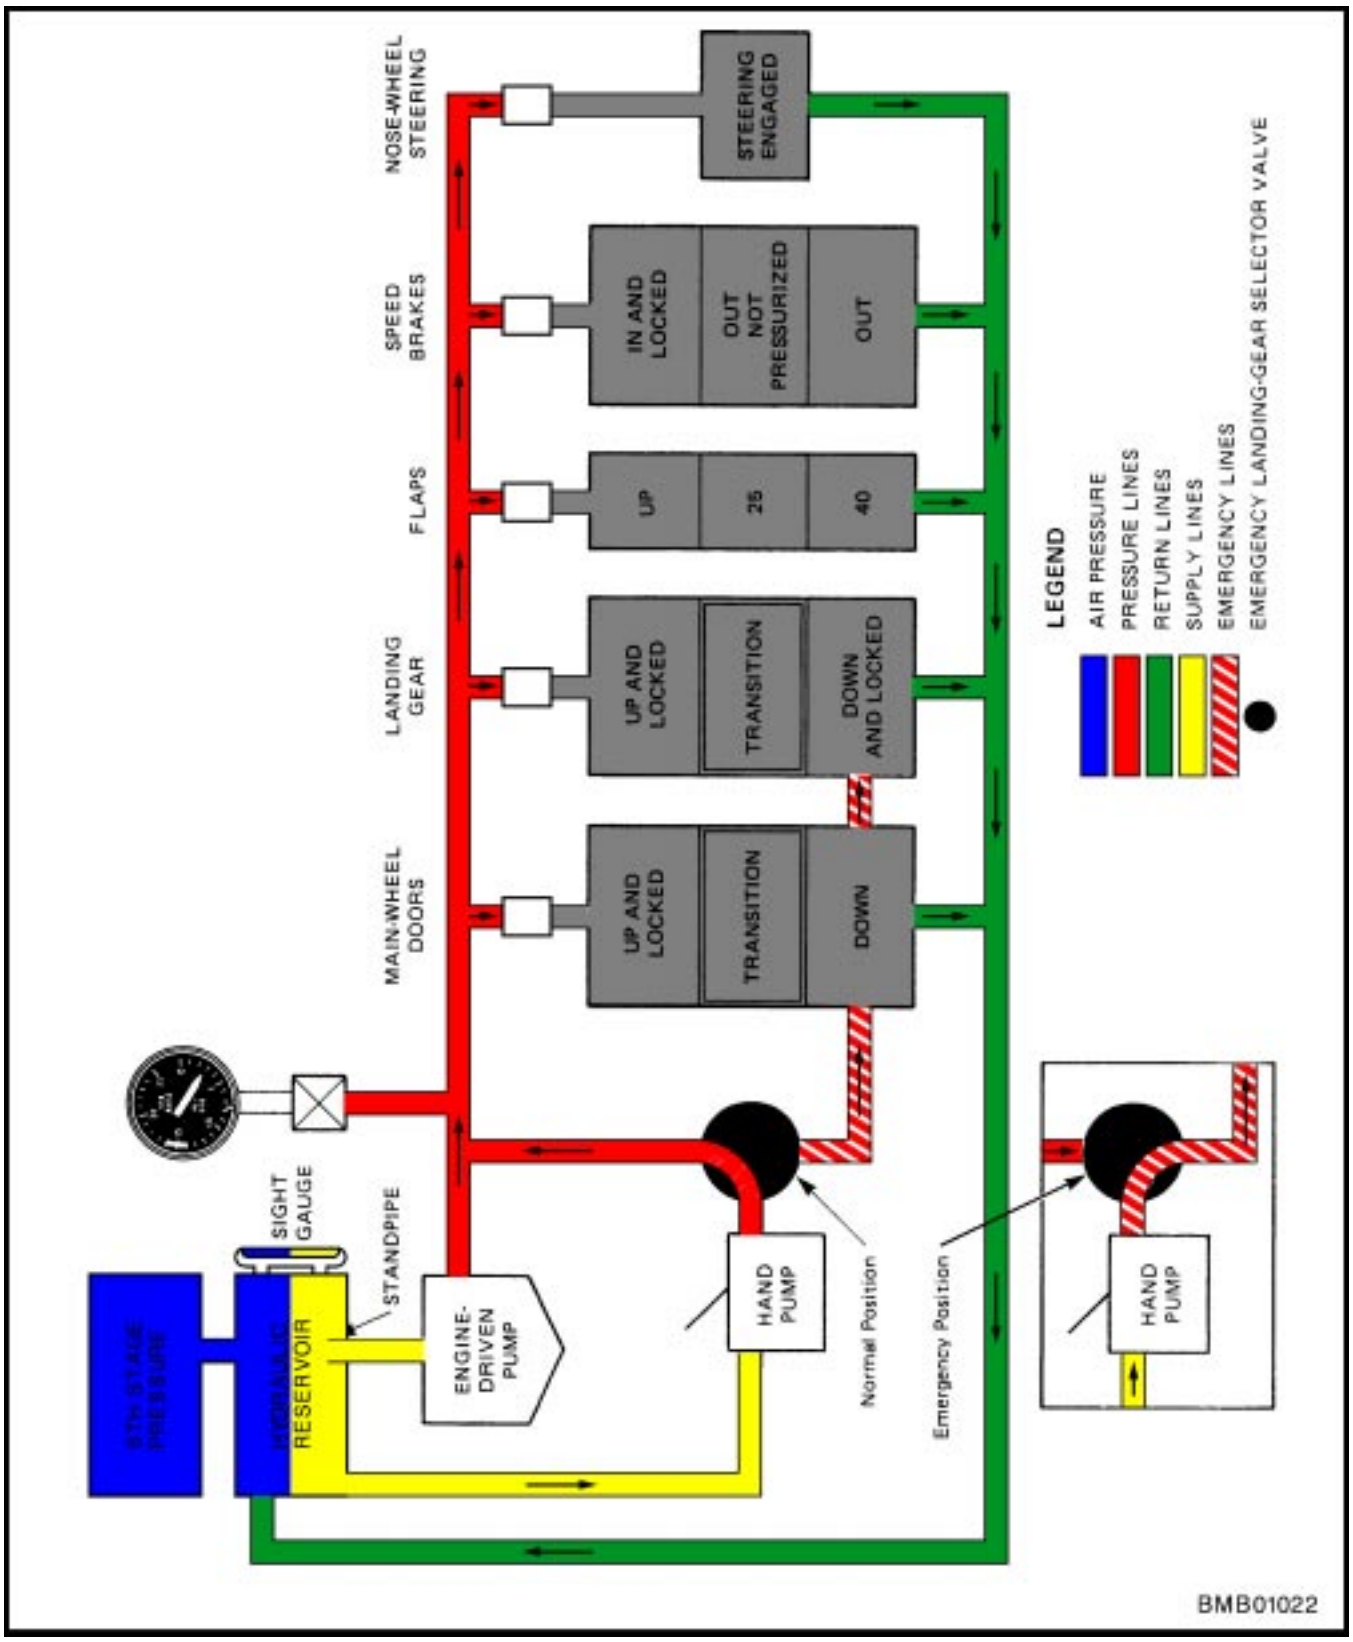

Figure 1-5 Hydraulic System – Schematic
22. The hydraulic system (Figure 1-5) provides power to operate the landing-gear and doors, nose-wheel steering, wing flaps, and the speed brakes. (The wheel brakes, although operated hydraulically, are not considered part of the aircraft hydraulic system.) The system, which incorporates a fluid-air heat exchanger, is a closed-circuit, constant-pressure type, operating at a pressure of 1400 to 1625 psi. There is no accumulator in the system; therefore, pressure fluctuations are normal during the operation of services.